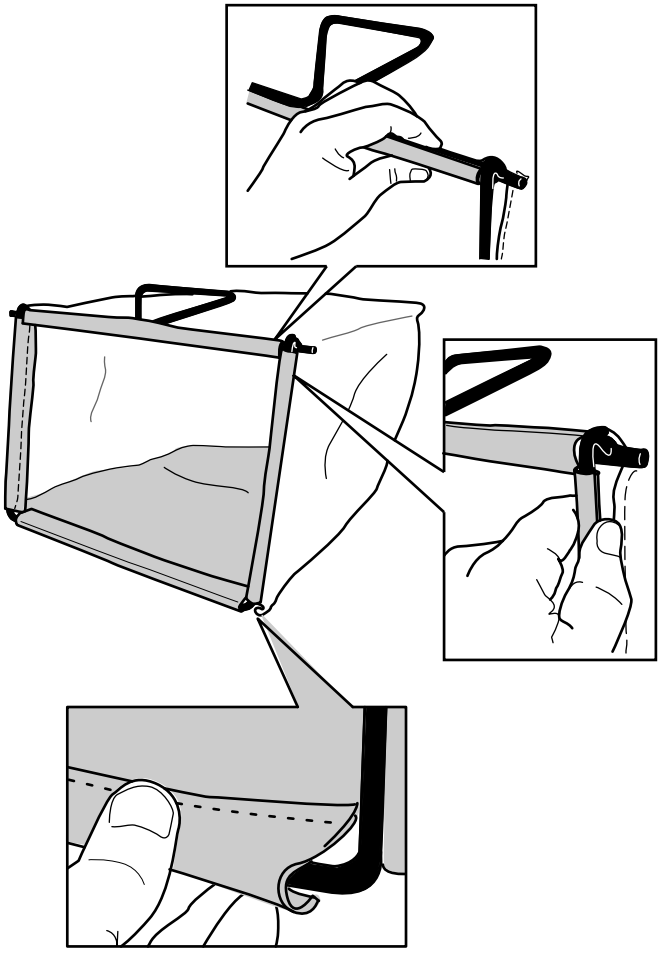

Rysunek 10
2. Zaczep dolny kanał worka na dolną część ramy (Rysunek 10).
3. Zaczep kanały boczne i kanał górny worka odpowiednio na boczne i górne elementy ramy (Rysunek 10).